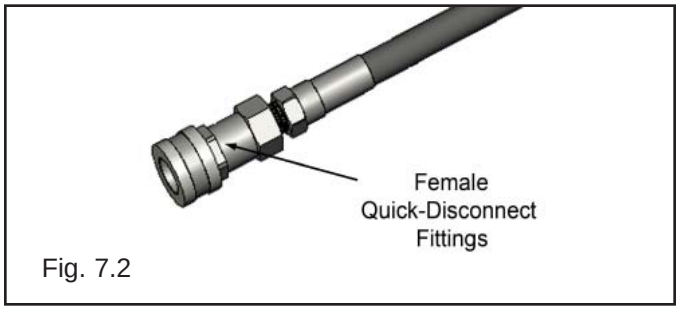

Fig. 7.2
2. Install the Female Quick-Disconnect Fittings at each hose end. (See Fig. 7.2)